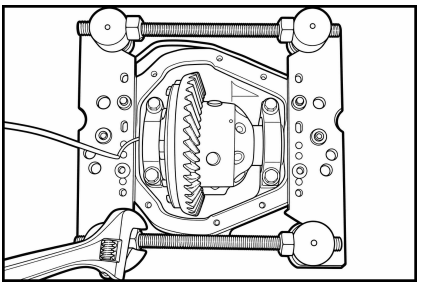
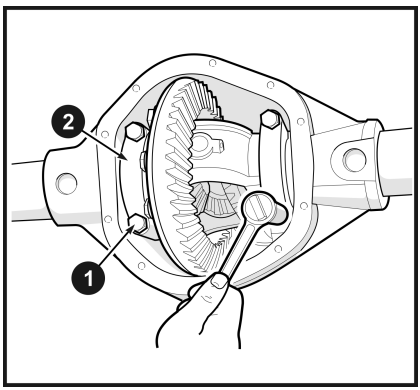

Рис. 6
Рис. 7
1.11 Осторожно разожмите картер моста настолько, чтобы извлечь дифференциал, используя сервисное руководство по ремонту вашего автомобиля. (**Рис. 6**) . После того, как картер будет достаточно разжат, открутите болты (**1**), снимите крышки подшипников (**2**) и осторожно извлеките дифференциал в сборе с подшипниками. (**Рис.7**) Придерживайте внешние обоймы подшипников, чтобы не уронить, и не перепутать их положение при обратной сборке.
1.12 Открутите болты **(1)** и снимите крышки подшипников **(2)**. (**Рис. 7**)